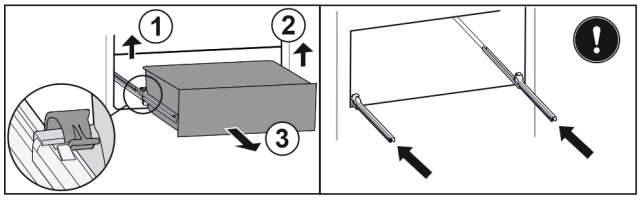

Fig. 189
- ▶ Ridicați clema din stânga și trageți concomitent sertarul din stânga spre înainte. *Fig. 189 (1)*
- ▶ Ridicați clema din dreapta și trageți concomitent sertarul din dreapta spre înainte. *Fig. 189 (2)*
- ▶ Extrageți sertarul spre înainte. *Fig. 189 (3)*